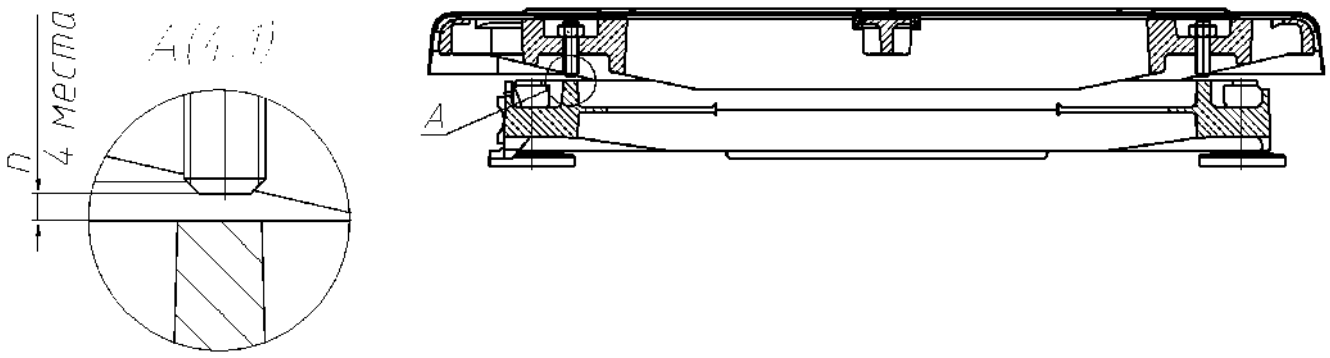
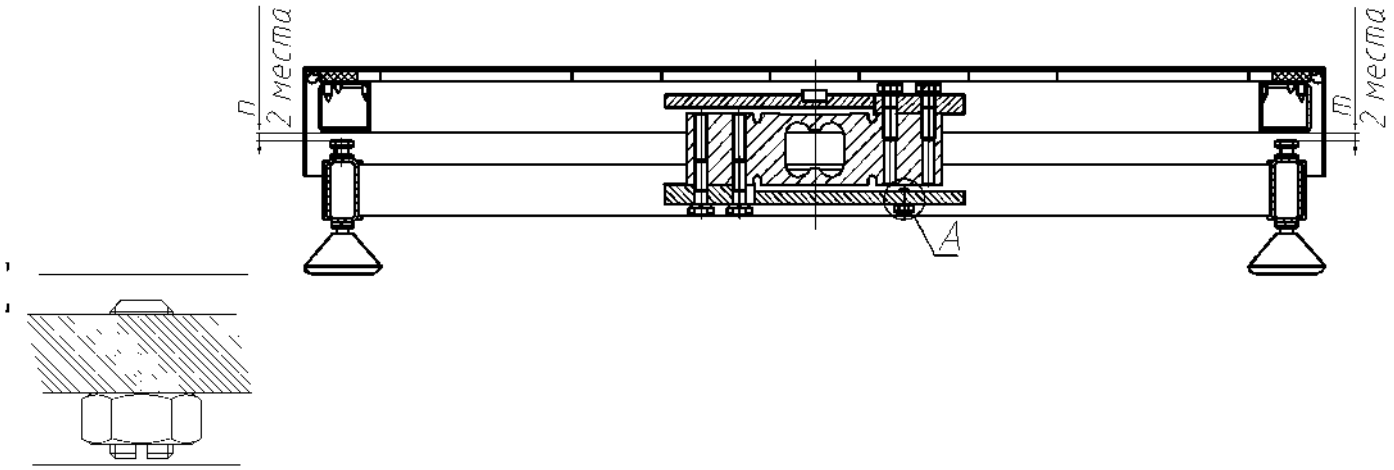

Рис. 9.2 - Модуль TB-S_
Рис. 9.3 - Модуль ТВ-М_
9.4.1 В модуле ТВ-S_ защита датчика DLC-S_ от перегрузки обеспечивается величиной зазоров между упорными винтами (4шт.) в углах корпуса и основания модуля (Рис. 9.2). При возникновении перегрузок упорные винты касаются основания, не позволяя деформироваться датчику выше допустимых пределов. Винты фиксируются гайками.
9.4.2 В модуле TB-M_ защита датчика DLC-M_ выполнена аналогичным способом с помощью упорных болтов в углах корпуса (4шт.) и винтом под датчиком DLC_M (1шт.) (Рис. 9.3). Болты и винт фиксируются гайками.
9.4.5 Поворачивая упорный винт установить величину зазоров в соответствии с требованием Рис. 9.2, Табл. 9.3, Рис. 9.3, Табл. 9.4.